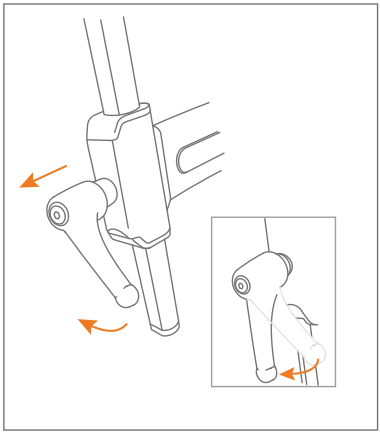

Figure 17: Positionner correctement la manette de réglage.
g. Placez les manettes de réglage à la verticale afin qu'elles soient orientées vers le bas. Pour ce faire, tirez doucement la manette de réglage vers l'extérieur et tournez-la dans la bonne position **(Figure 17)**.